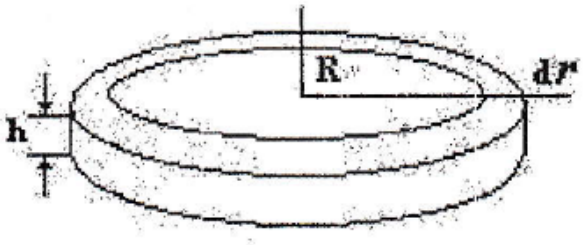

Рис. 2
В качестве примера найдем момент инерции однородного диска высотой h и радиусом R_0 относительно оси, перпендикулярной плоскости диска и проходящей через его центр (рис. 2). Выразим в (5) массу через плотность: